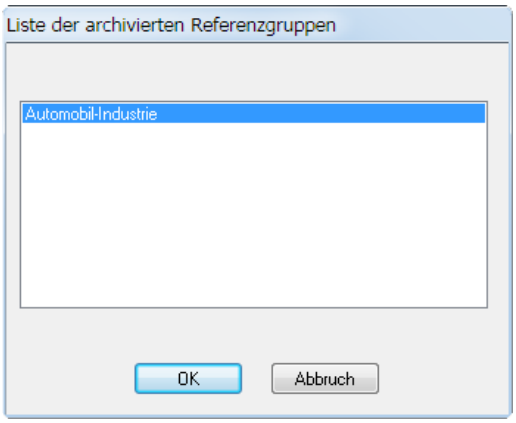

Bild 32.44 – Wahl des Standards im Archiv
- Nun wird der Name des wiederherzustellenden Standards angefragt. Klicken Sie auf *OK* (Abb. 32.44).